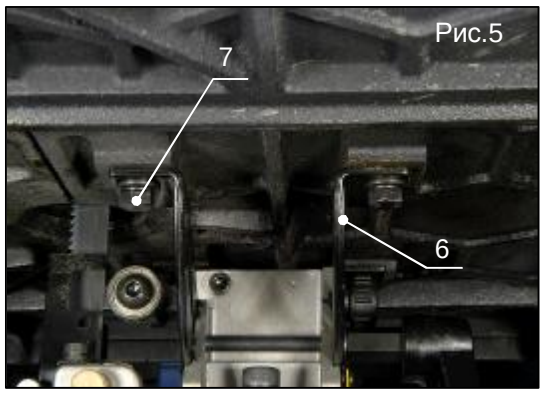

Рис.5
5. Установите рабочий стол на устройство (поз.6, рис.5) наклона стола
6. Зафиксируйте положение стола четырьмя крепежными болтами (поз.7, рис.5).